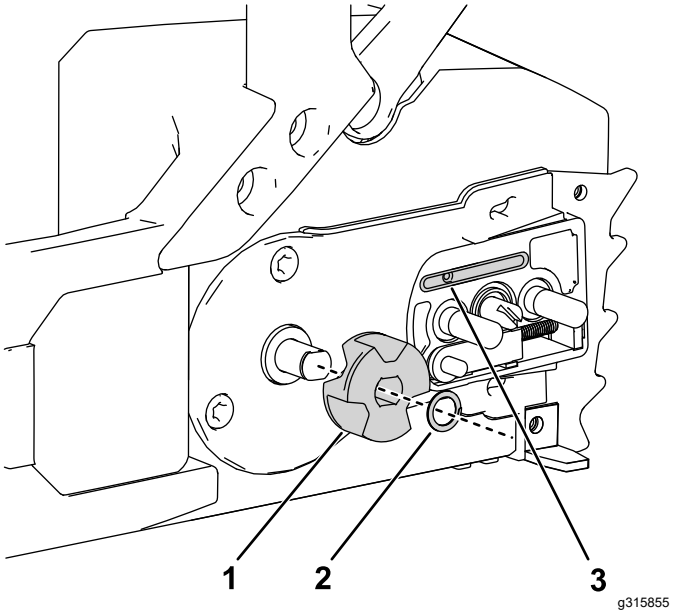

Figur 29
5. Fjern rørbøjlen, og drivkædehjulet fra kædesaven (Figur 29).
9. Kontrollér olieafløbet (Figur 29) for snavs, og rengør om nødvendigt området.